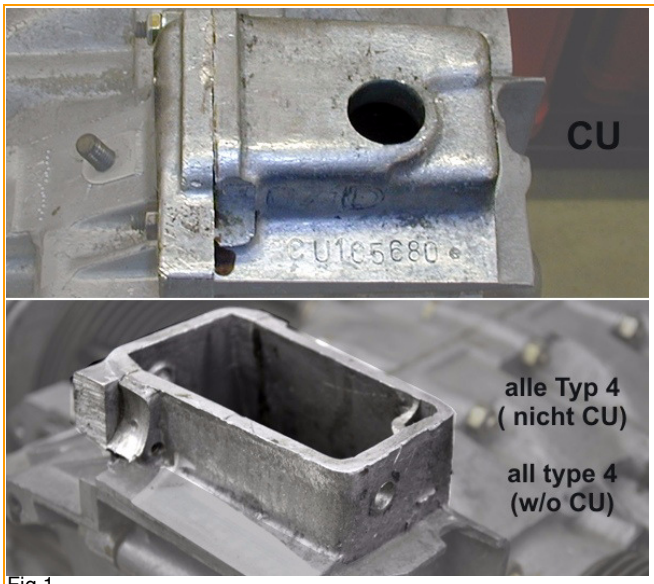

Fig.1
- Basically there exist two different Type-4 engine case designs. The CU cases with the closed breather box tower requires a different installation procedure than the remaining types. (Fig.1)
- Es gibt 2 verschiedene Vorbereitungen zur Montage des Limabockes, je nachdem welcher Motorgehäuse-Typ verwendet wird. (Fig.1)
- These cases have a closed breather tower (Fig 1). This need to be removed with a mill before you can start installing the upright fan conversion.
- Bei diesem Motortyp muss der angegossene Entlüftungsturm (Fig. 1) mit Hilfe einer Fräse entfernt werden.